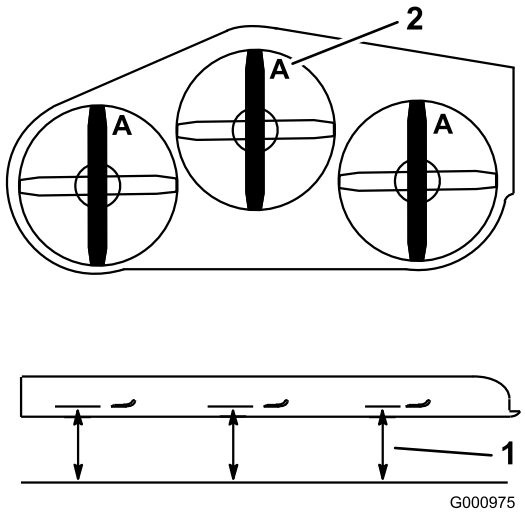

Figure 78
3. Tournez les lames dans le sens longitudinal. Mesurez la distance entre la surface plane et le tranchant (position **A**) des lames (Figure 78). Notez cette valeur.